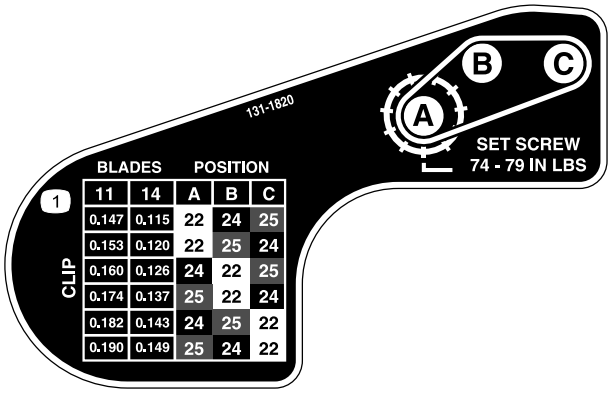

Figur 18
6. Använd tabellen på dekalen i Figur 18 för att bestämma vilken klippinställning du önskar och vilka remskivor du måste flytta.
9. Montera remskivorna i den nya konfigurationen i enlighet med anvisningarna på dekalen (Figur 18).